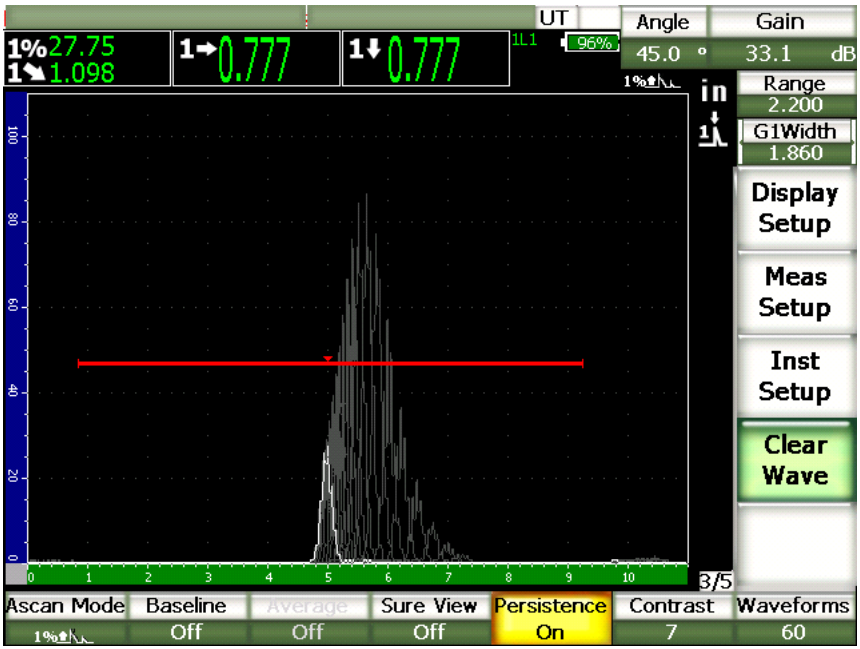

Figure 5-7 The Persistence screen
1. Select **ClearWave > Persistence = On** (see Figure 5-7 on page 121).